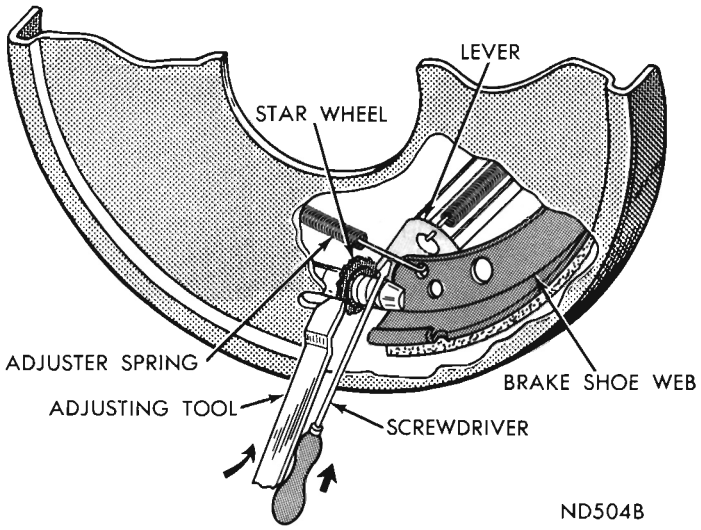

Fig. 1—Adjusting Brakes
(4) Insert adjusting tool C-3784, into star wheel of adjusting screw. Move handle of tool upward until a slight drag is felt when road wheel is rotated.
(5) Insert a thin screw driver into brake adjusting hole and push adjusting lever out of engagement with star wheel. **(Care should be taken not to bend adjusting lever** (Fig. 1), while holding adjusting lever out of engagement, back off star wheel to insure a free wheel with no brake shoe drag.
(6) Repeat above adjustment at each wheel. The adjustment must be equal at all wheels. Install adjusting hole covers in brake supports.
(7) Adjust parking brake **after** wheel brake adjustment.